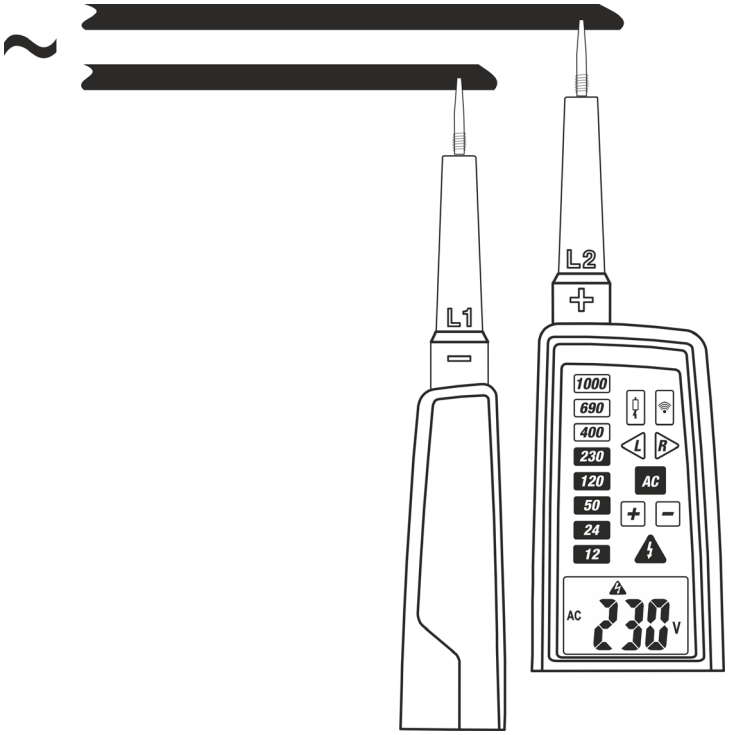

Fig. 5: Medida de Tensión CA
2. Conecte las puntas **L1** y **L2** a la fuente en pruebas (ver la Fig. 5). La medida se realizasólo con contacto **de las puntas sobre la parte metálica de los conductores**